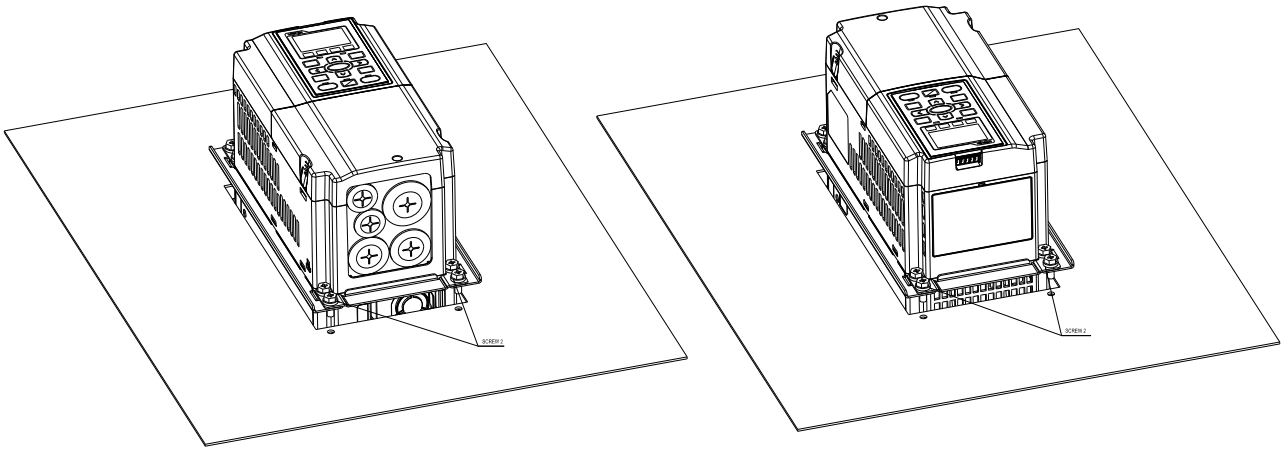

Figure 4
4. Plate installation, place 4 of the screw 2 (M6) (figure 4) through accessory 2&3 and the plate then fasten the screws. Screw torque: 25~30 kg-cm / [21.7~26 Ib-in.] / [2.5~2.9 Nm]